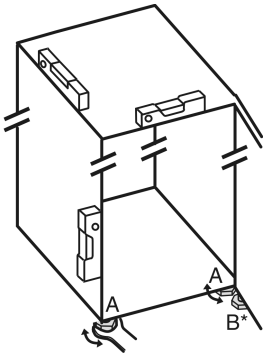

Fig. 27
▶ Unscrew the adjustable feet *Fig. 27 (A)* using the enclosed open-end spanner and a spirit level until the appliance is firmly aligned and level.
▶ Unscrew the adjustable foot *Fig. 27 (B)* on the swap bearing block with the enclosed open-end spanner until it rests on the floor.
▶ Turn the adjustable foot *Fig. 27 (B)* a further 90° at most to avoid damaging the door.